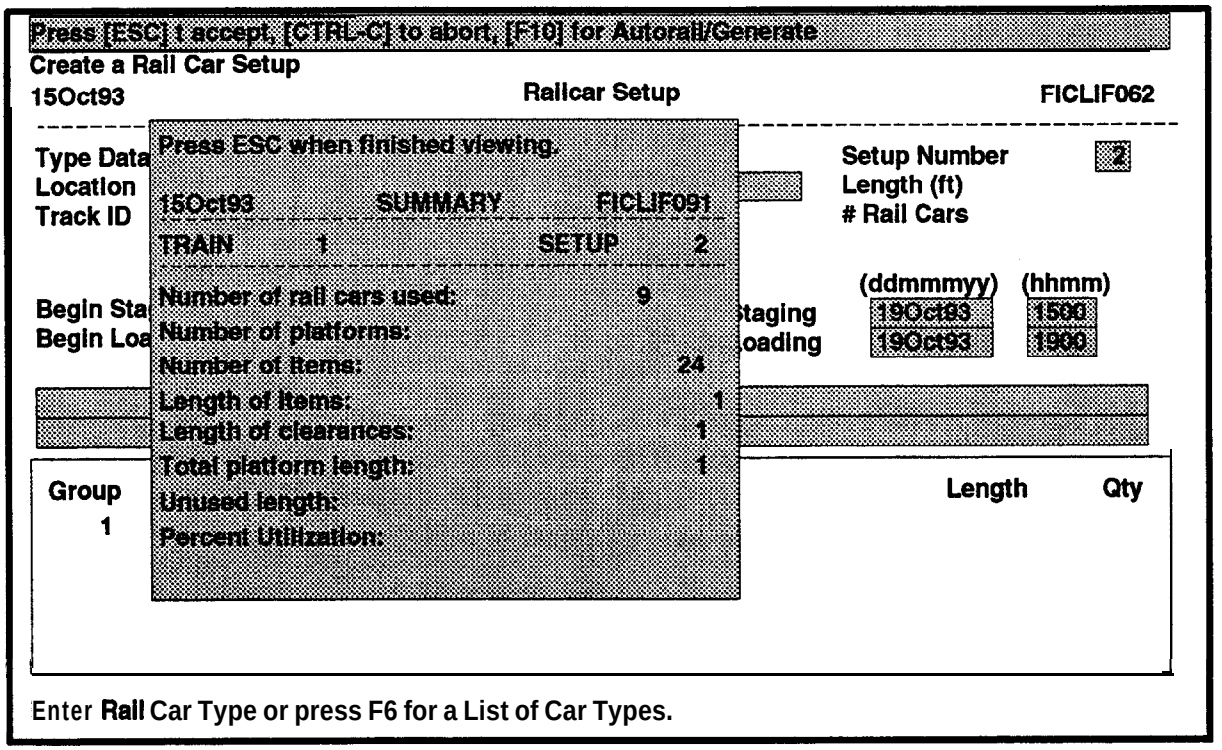

Figure 8-23. Summary Window for Rail Car Setups
(1) Enter the **Train number** and press **RETURN.**
(2) Enter **the Setup Number** and press **ESC.** The Rail Car Header information will be displayed and the cursor will be in the **Location** field.
c. Press F7 to view train summary. A SUMMARY window will be displayed as shown in Figure 8-23.